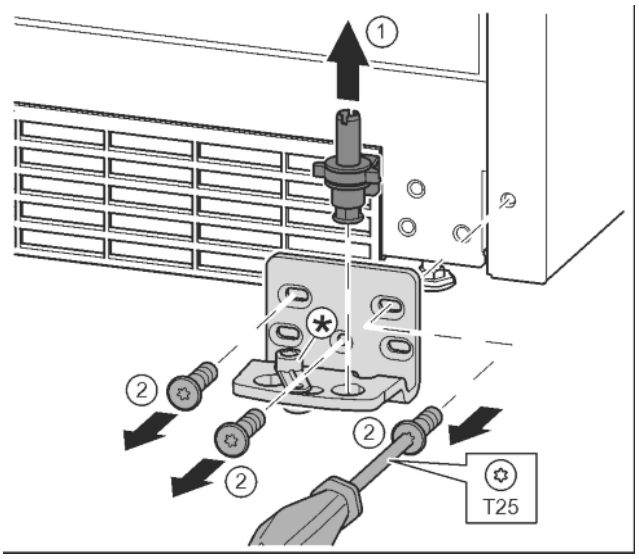

Fig. 16
▶ Sortir complètement l'axe de palier par le haut. *Fig. 16 (1)*
▶ Desserrer les vis avec le tournevis T25 et enlever le support de palier. *Fig. 16 (2)*